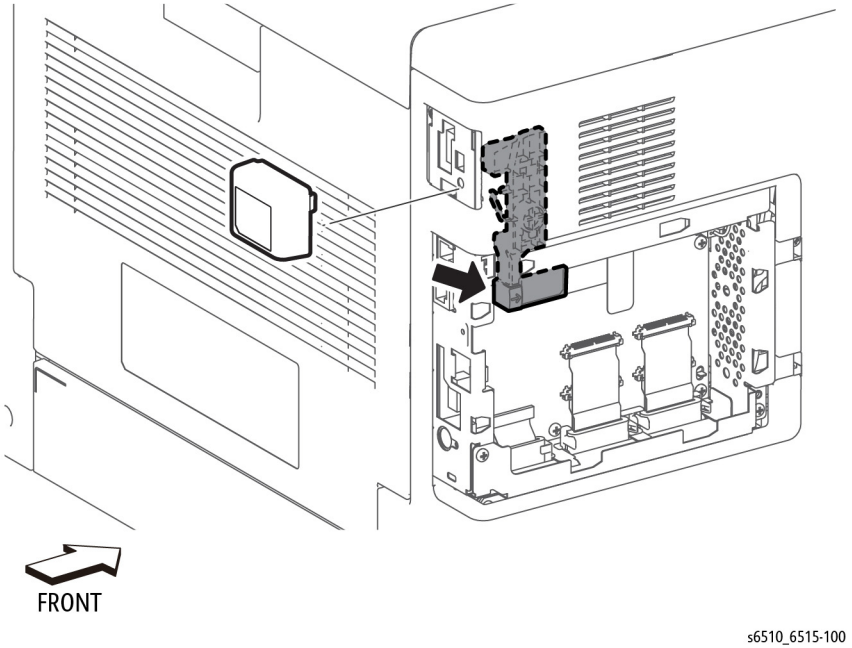

Figure 1 Remove the WIFI Module (SFP)
2. Refer to Figure 1 to push the WIFI Link in the direction of the arrow to remove the Wireless Module.